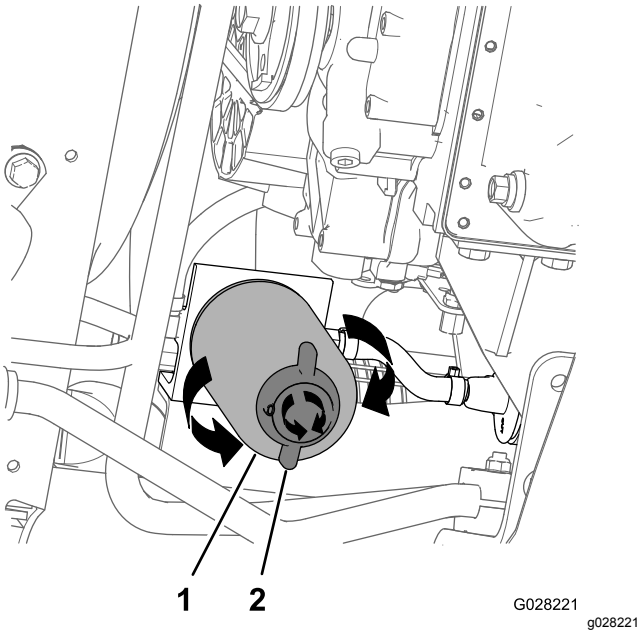

Figur 75
4. Placera ett avtappningskärl under bränslefiltret, se Figur 75 i Byta ut vattenseparatorfiltret (sida 60).
2. Placera ett avtappningskärl under vattenseparatorfiltret (Figur 75).
3. Rotera avtappningsventilen i botten av vattenseparatorfiltret moturs (Figur 75).
4. Rengör området kring vattenseparatorfiltret och filteradapterfästet (Figur 75).
5. Avlägsna vattenseparatorfiltret (Figur 75).
9. Kontrollera att avtappningsventilen i botten av vattenseparatorfiltret är ordentligt åtdragen medurs (Figur 75).